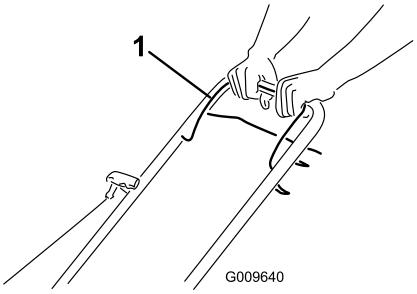

Figure 10
1. Maintenez la barre de commande de la lame (Figure 10) contre le guidon.